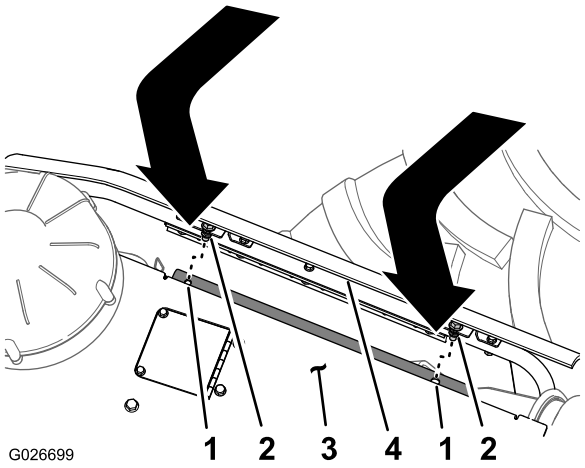

Figura 61
2. Alinhe o parafuso de fixação na parte superior do painel lateral com o furo no flange de suporte do capô (Figura 61).